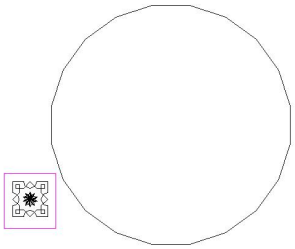

图 13-6-10
5、 系统提示“插入位置能否接受？”如果选“否“则放弃块填充，如果选“是”，系统会提示“指定第一点”，如图 13-6-9。指定第一点后，系统会要求指定下一点，系统以指定的两点确定用于填充的块区域，如图 13-6-10 扩大了块填充的区域。